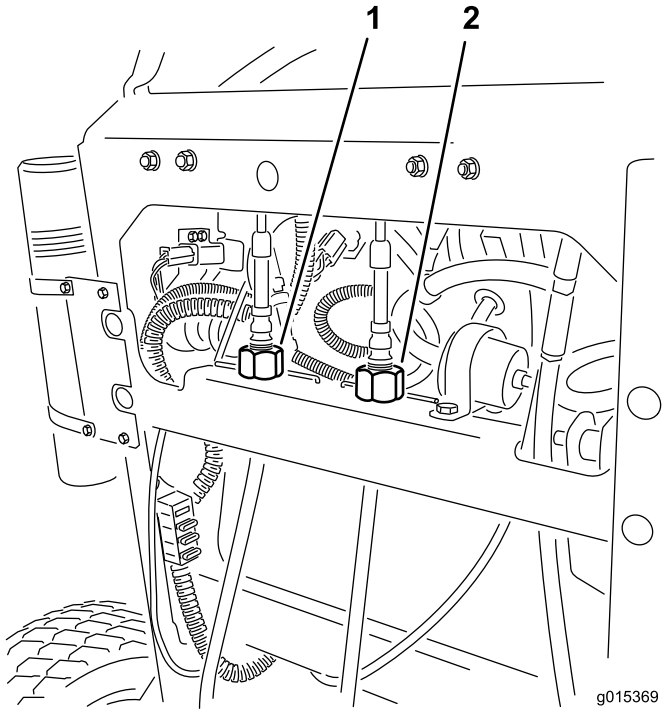

Figur 57
4. Vrid den högra kabeljusteringen för att centrera det högra rörelsereglaget i det neutrala låslägesspåret på instrumentpanelen (Figur 57).